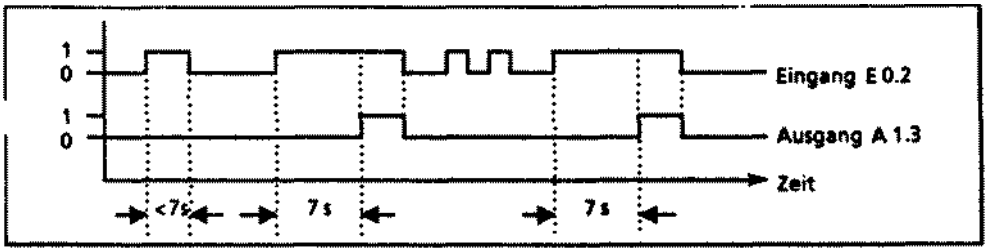

Рис. 7.39 Временная диаграмма включения с запаздыванием.
7.8.E Включение с запаздыванием "SE".ЭТУ функцию вы используете, если требуется решить следующую задачу (рис. 7.39):